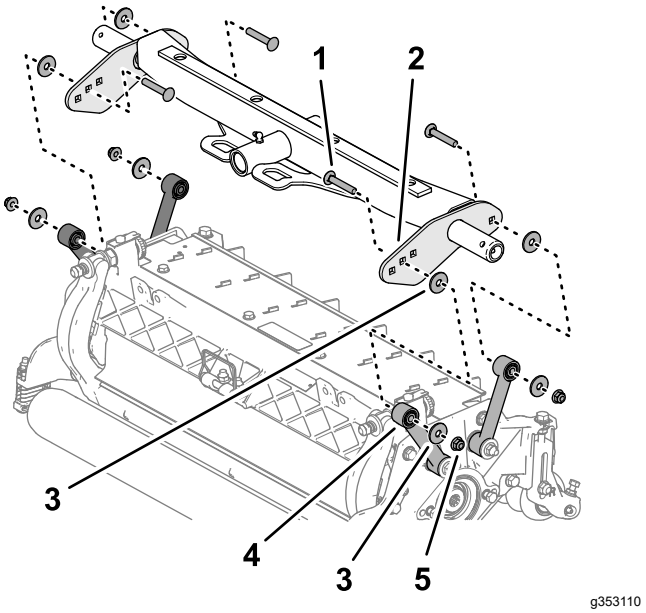

Figur 18
2. Rikta in en bricka mellan bärplattan och länken (Figur 18). Montera sedan plattorna och distansbrickan löst med en vagnsskruv (⅜ x 2 ¼ tum), en bricka och en flänslåsmutter (⅜ tum).